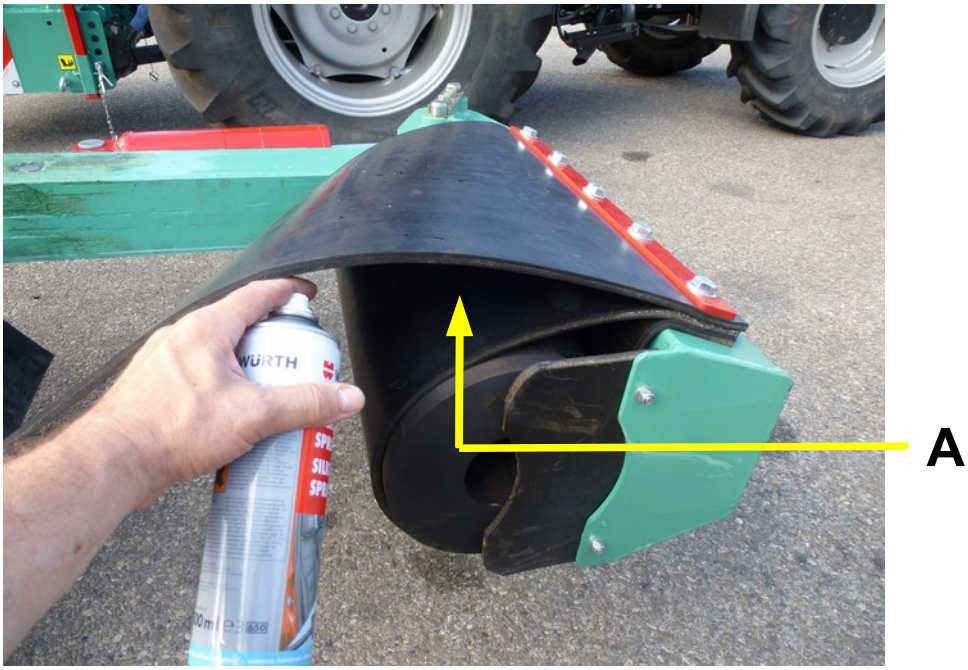
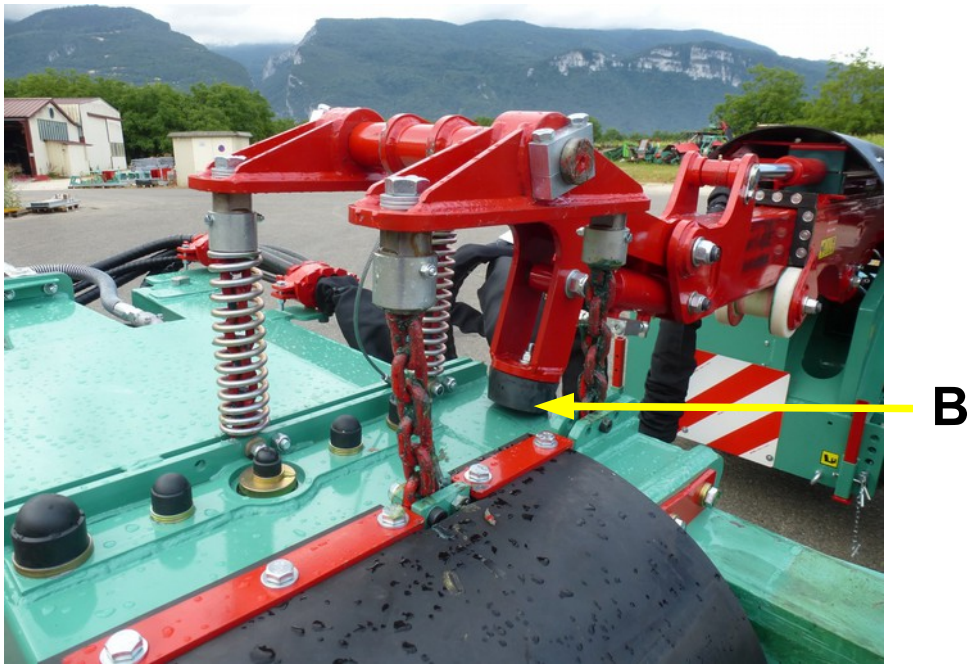

Figure 44
Figure 45
- Vérifiez que les 2 bavettes des mâchoires de la pince (figure 44) et les tampons d'équilibrage de l'avion (figure 45) sont en bon état. Remplacez les immédiatement s'ils sont endommagés.